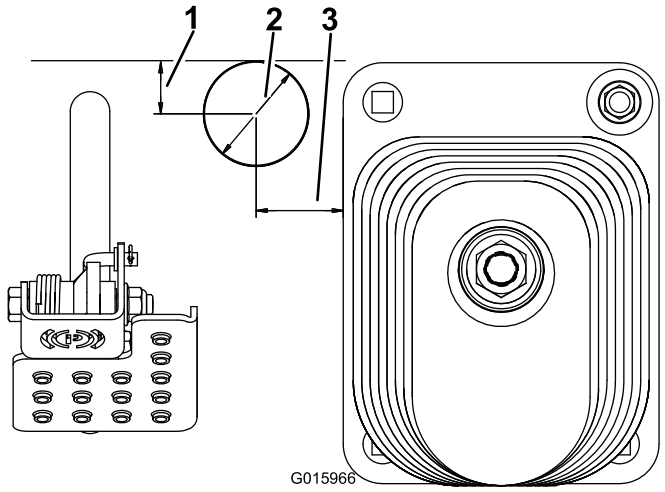

Figure 4
2. Using the dimensions in shown in Figure 4, locate, mark and drill a 2 inch (51 mm) diameter hole in the floor plate.